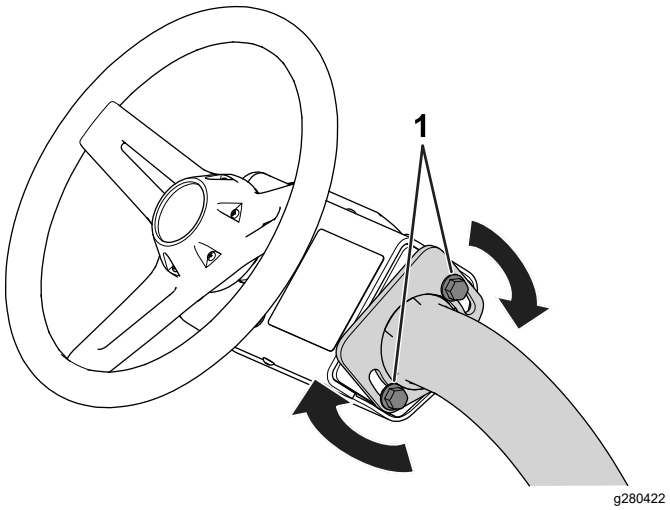

Figuur 26
1. Maak de bouten (Figuur 26) los waarmee het stuur is bevestigd aan de stuurarm.
3. Draai de bouten (Figuur 26) vast om het stuur te bevestigen in uw aangepaste positie.